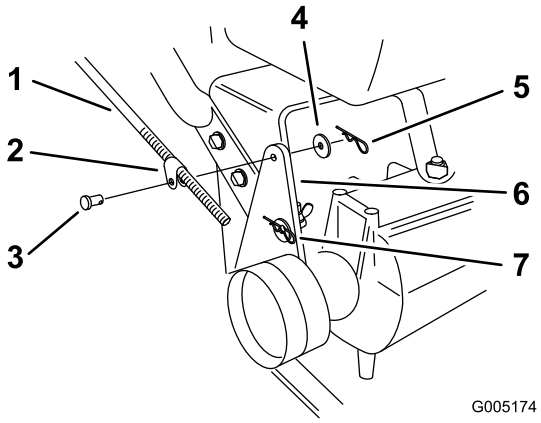

Figura 40
2. Compruebe su operación. Si es necesario un ajuste, retire el pasador de horquilla, la arandela y el pasador que sujetan el acoplamiento de la varilla de control al soporte de la polea tensora (Figura 40).